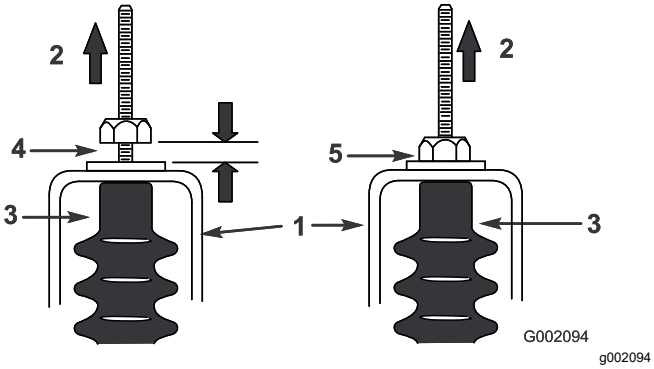

Figur 63
5. Dra alla växelkablar uppåt för att säkerställa ett avstånd på 0,76–1,52 mm mellan muttern/brickan och neutrallägesfästet (Figur 63).